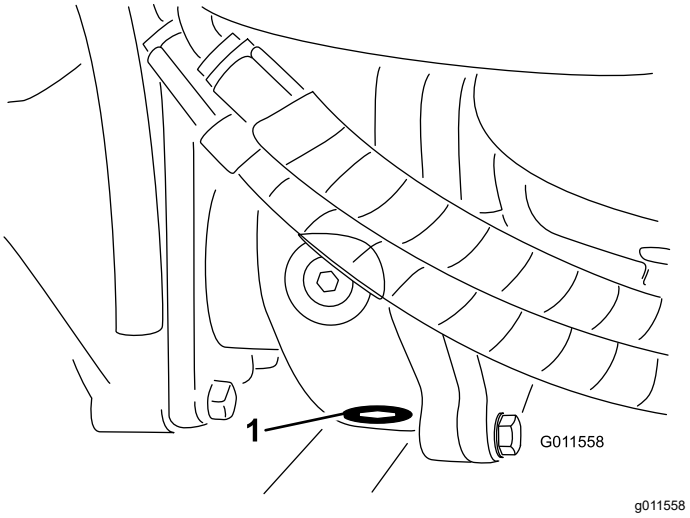

Figur 110
5. Gör rent omkring avtappningspluggen på botten av växellådan (Figur 110).